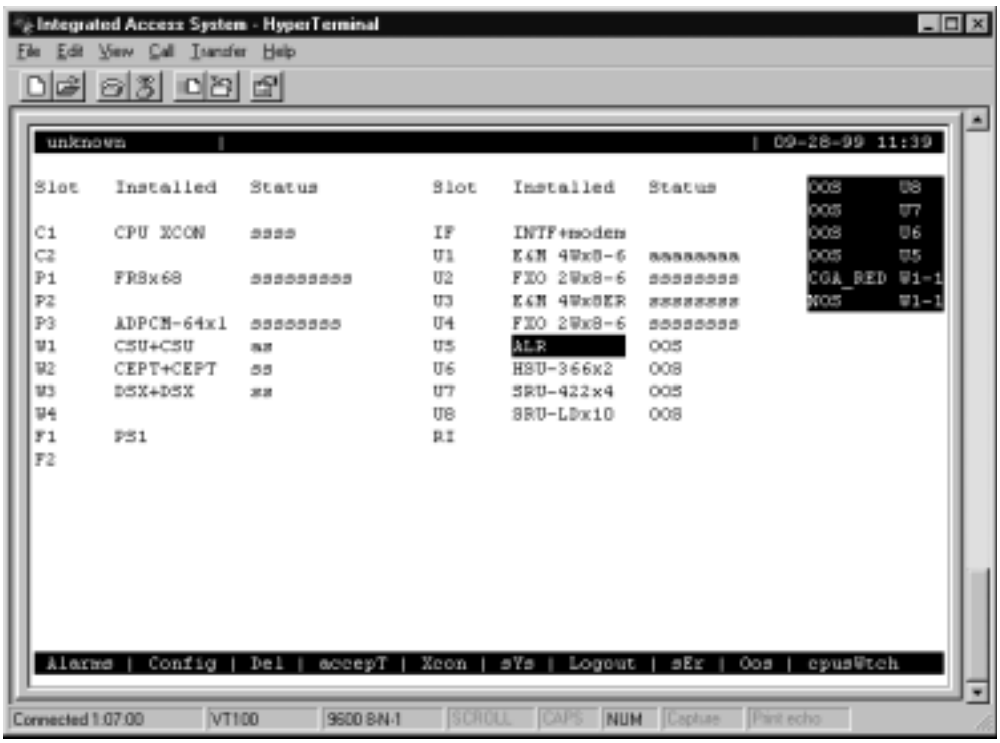

Figure 4-32.Typical System Main Screen with Alarms
6. The system automatically builds the necessary time slot structure. Since the user slots are vacant, the system will register Out Of Service (OOS) alarms for each of the four cards, as shown in Figure 4-32.